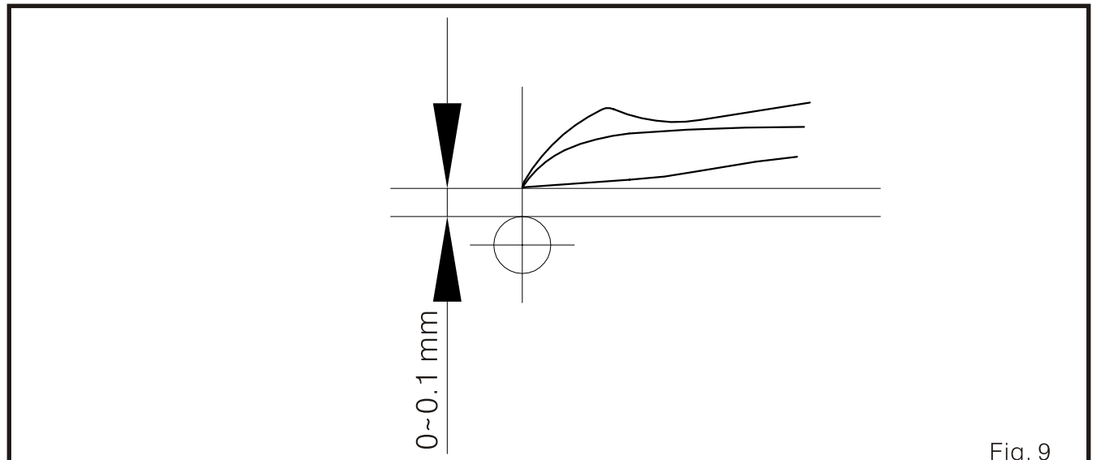

Fig. 9
Cuando el bucleador se mueva de izquierda a derecha y luego a la parte posterior central de la aguja, la distancia entre la punta del bucleador y la aguja debe ser de 0-0.1mm. Sin embargo, el bucleador no debe tocar la aguja. (Fig. 9)
(2) Mover el soporte del bucleador de atrás hacia delante para ajustar, para hacer que la distancia entre la punta del bucleador y la parte posterior de la aguja sea menos de 0.1mm como muestra la Fig. 9. Después, fije el tornillo 6. (En este punto, el bucleador esta en la parte posterior de la aguja.)
(3) Cuando se este cociendo, elija la aguja dependiendo el grosor de la tela. Sigua las descripciones anteriores para ajustar le movimiento del bucleador.